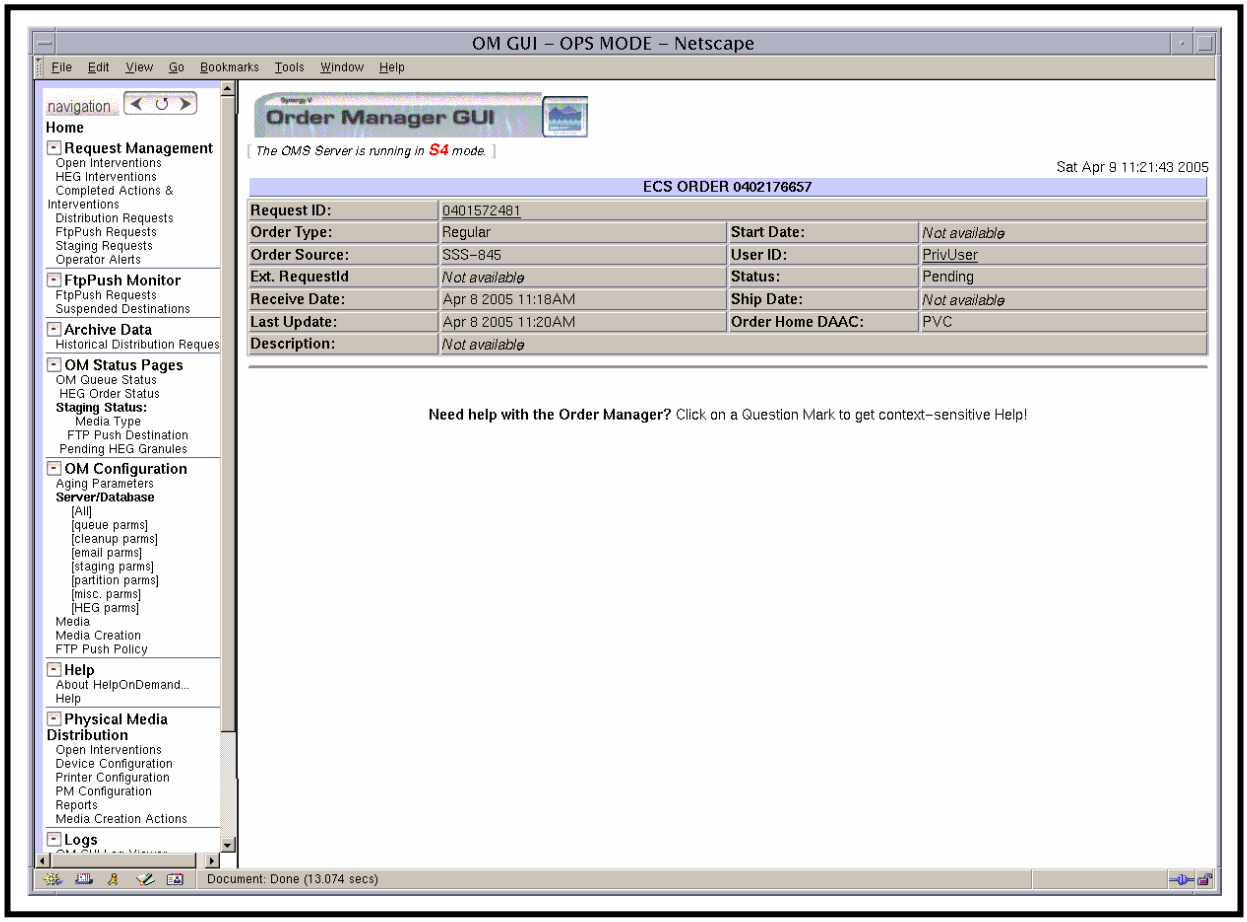

Figure 21. ECS Order Page
- The **ECS Order** page (Figure 21) displays the following types of data concerning the order: